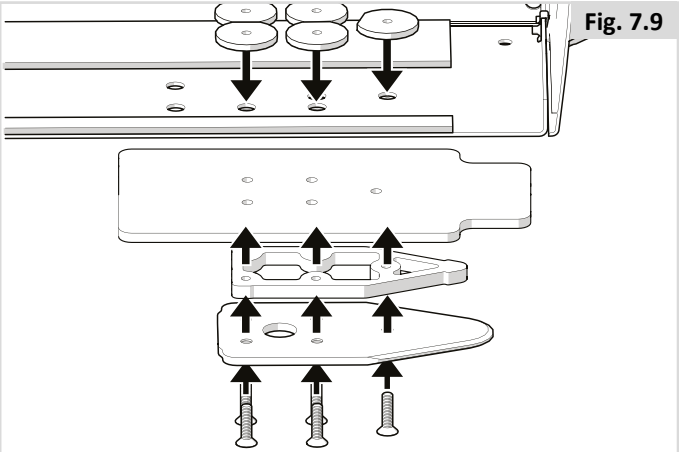

Fig. 7.9
4. Fixez les cinq vis avec la ou les entretoises (selon le cas) et la plaque de verrouillage sous le châssis du fauteuil (Fig. 7.9).